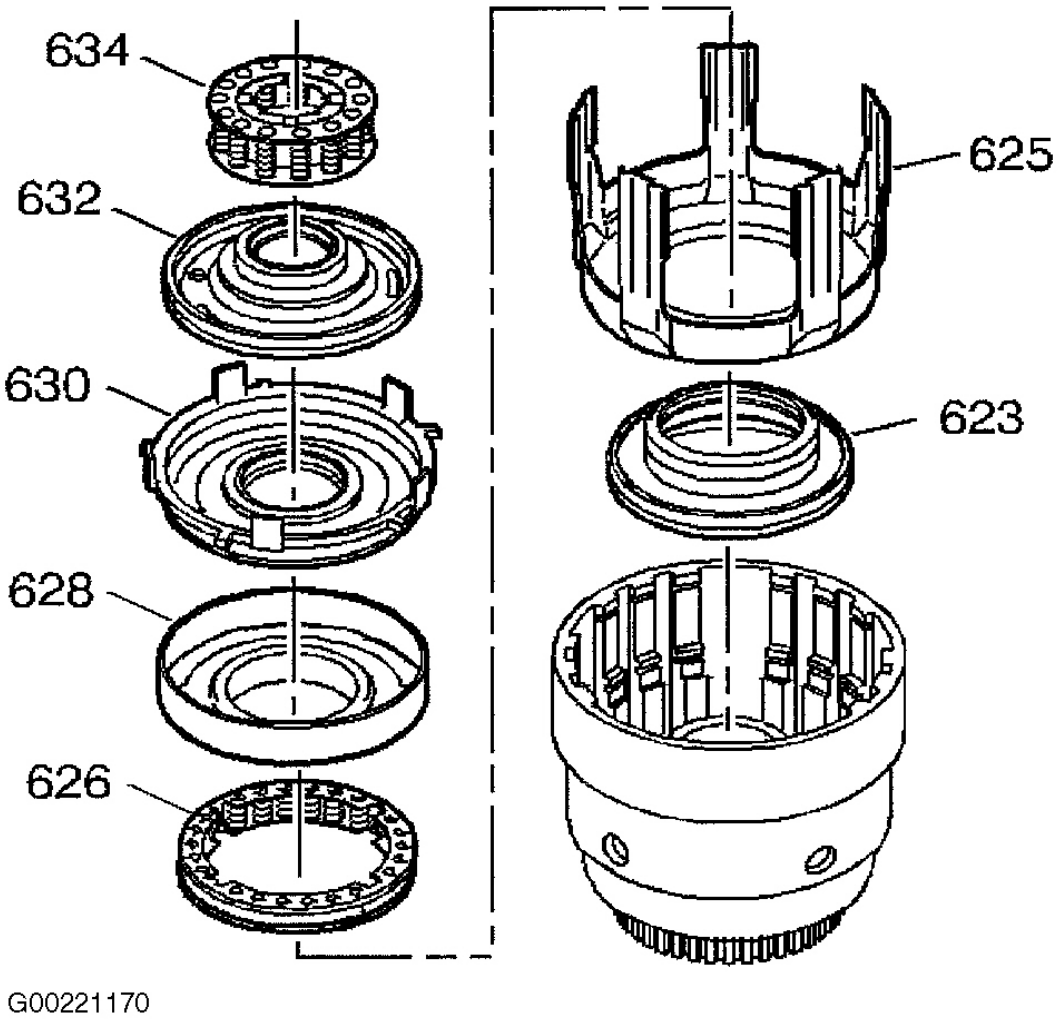

Fig. 43: Removing 3rd, 4th, Forward And Overrun Clutch Assemblies
5. Remove the overrun clutch spring assembly (634). Remove the overrun clutch piston (632). Remove the forward clutch piston (630). Remove the forward clutch housing (628). Remove the 3rd and 4th clutch spring assembly (626). Remove the 3rd and 4th clutch apply ring (625). Remove the 3rd and 4th clutch piston (623). See **Fig. 43** .